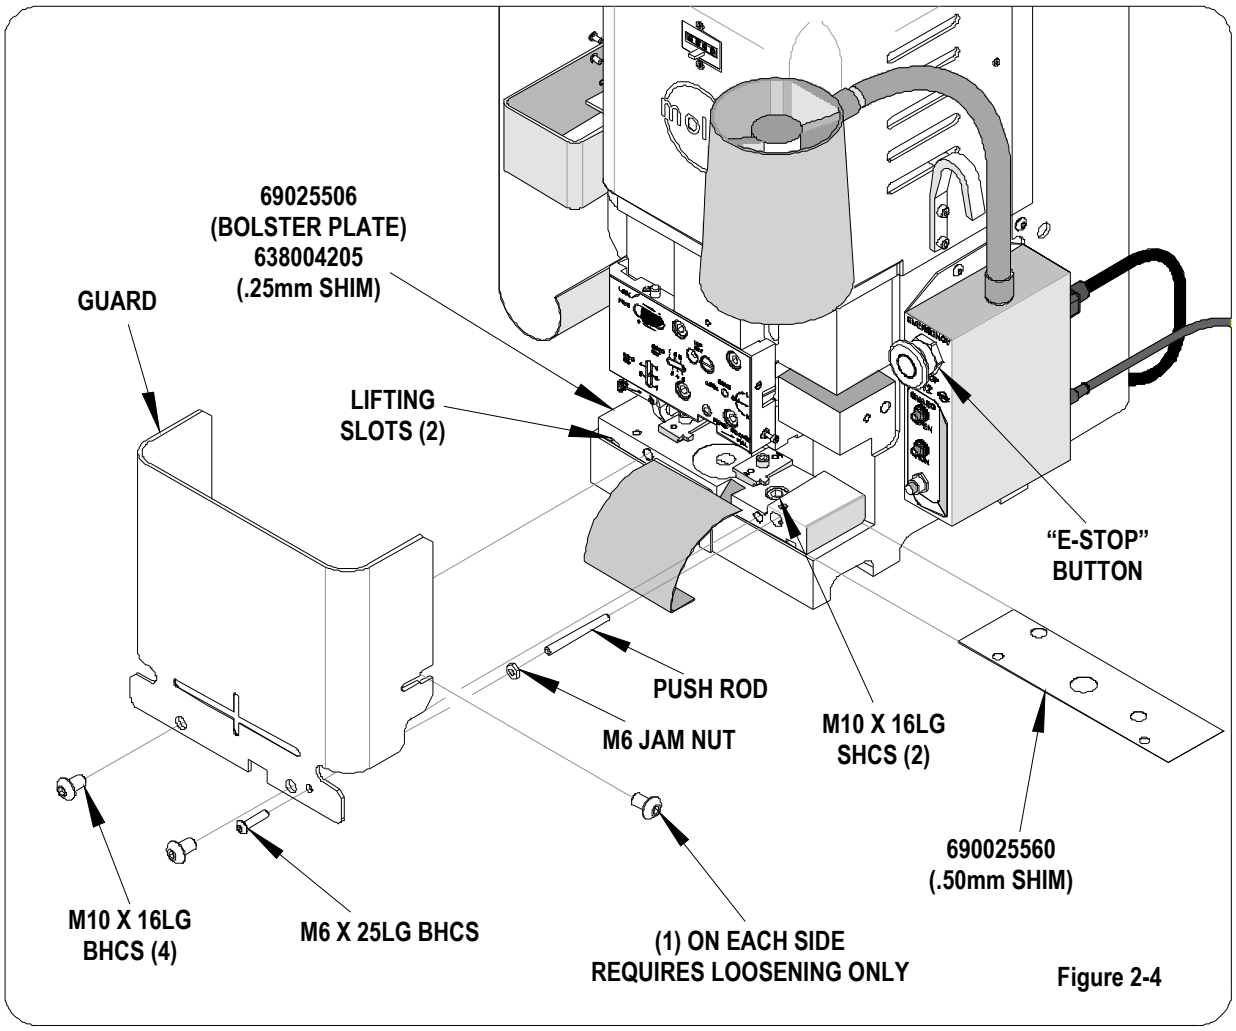

Figure 2-4
1. Remove the press guards by removing the (2) M10 BHCS (See Figure 2-4) located on the front bolster plate, and loosen (1) on each side. Once removed, the guard interlock switch will disconnect power to both the motor and clutch.
2. Remove the push rod from the hole on the right side of the bolster plate. If necessary, remove any tooling, and then remove (2) M10 SHCS attaching the bolster plate to the press frame.
3. Lift the bolster plate away from the locating dowels by placing a screwdriver in the (2) lifting slots on the underside of the bolster plate. Remove or install the .50mm (.020”) spacer and verify the presence of the .250mm (.010”) spacer.
4. Position the bolster plate on the locating dowels and refasten with the (2) M10 SHCS. Replace the push rod. Follow the tooling setup procedures in Section 3.